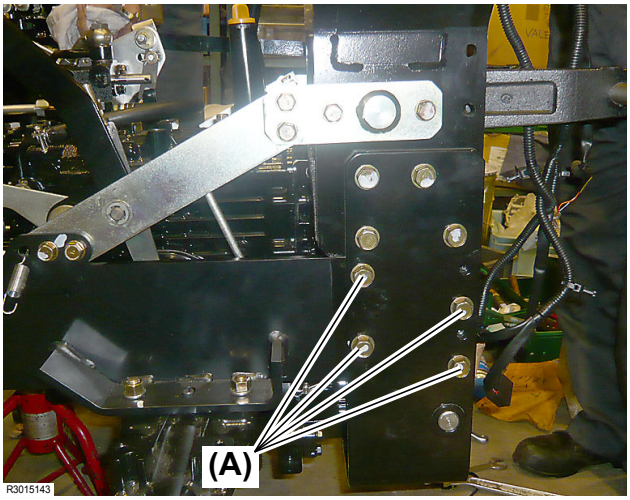

Fig. 8
6. Remove the four (4) M12 × 30 mm (L: 1.2 in.) bolts **(Fig. 8, (A))** on each of the right and left sides. Tightening torque for installation: 79.7 to 93.7 ft•lbs (108 to 127 N•m)